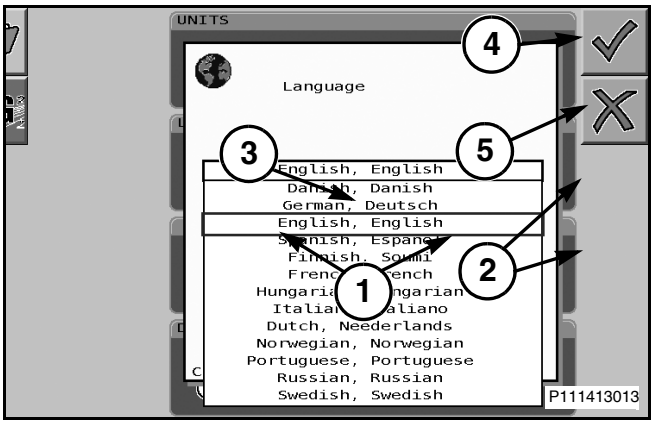

Рис. 65
Рис. 65: Выберите язык, прокручивая колесо, чтобы подсветить одну из вкладок Prev/Next (Предыдущий/Следующий) (1), а затем нажмите кнопку колеса прокрутки, или используйте кнопки рядом со значками стрелок вверх и вниз (2) для перемещения между доступными языками, отображаемыми по одному за раз во вкладке языков (3). Нажмите кнопку рядом с меткой выбора (4), чтобы принять настройку. Чтобы отменить выбор, нажмите кнопку рядом со значком X (5).